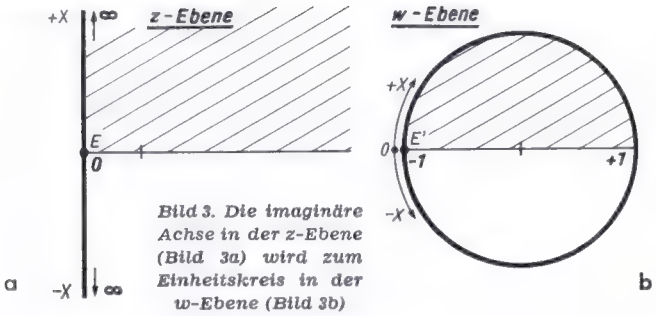

Bild 3. Die imaginäre Achse in der z-Ebene (Bild 3a) wird zum Einheitskreis in der w-Ebene (Bild 3b)
b) Die imaginäre Achse (Bild 3)